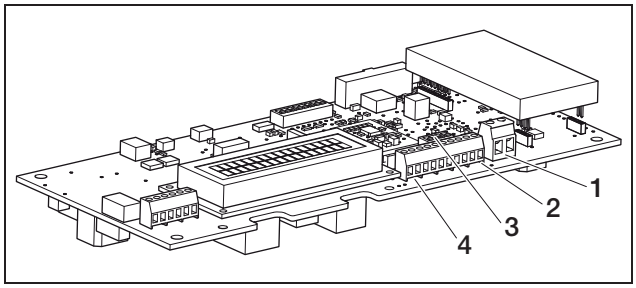

Abbildung 55: *Anschlüsse Kommunikationsboard I*
- Schließen Sie die Leitungen an der entsprechenden Klemme (Abbildung 55, Position 1) an.
- Schließen Sie die Leitungen entsprechend der Anschlussbelegung (Tabelle 8) an der Klemme (*4* in Abbildung 55) an.